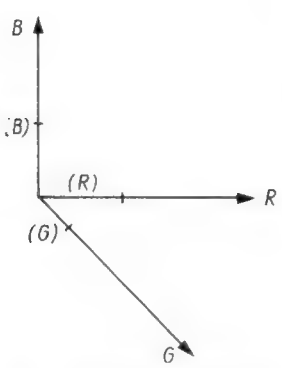

Bild 7. Darstellung der Farbe durch die drei Farbeinheitsvektoren (R), (G), (B)
Darin sind (R), (G), (B) die Farbeinheitsvektoren der drei Eichfarben *(Bild 7)*. Sie sind so gewählt, daß